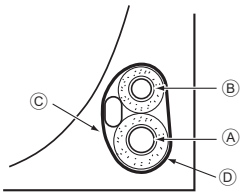

Fig. 4-5
4.5.1. Opbevaring i enhedens rørføringsområde (Fig. 4-5)